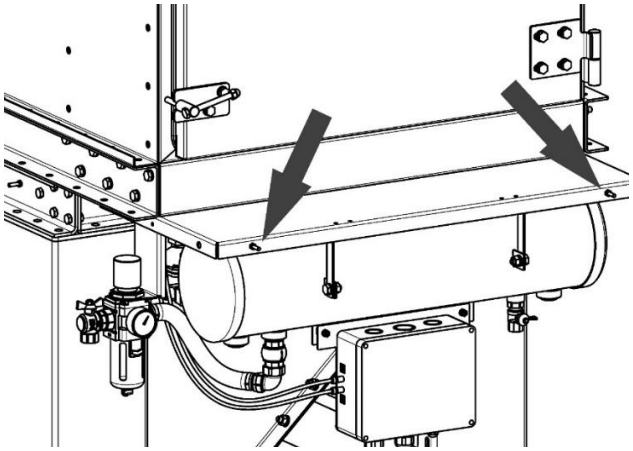

Рисунок 16
5.6.3 Перед настройкой контроллера необходимо убедиться, что клавиша «ВКЛ/ВЫКЛ» (рисунок 16, поз. 4) переведена в режим «ВКЛ».